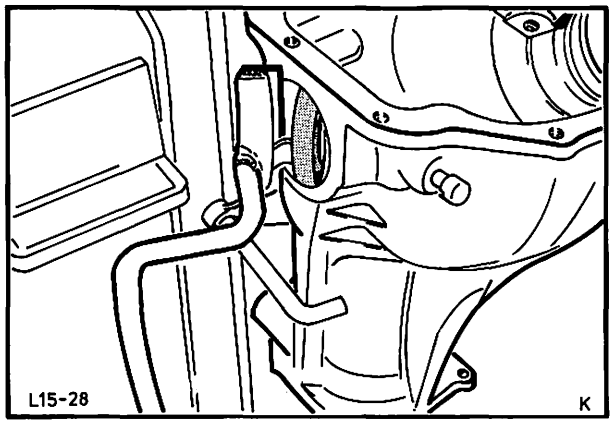

Abb. 49 Radialdichtringe – Antriebswellenflansche mit Spezialwerkzeug 21-051 herausziehen
8. Radialdichtringe der Antriebswellenflansche mit Spezialwerkzeug 21-051 aus dem Gehäuse ziehen, Abb. 49.